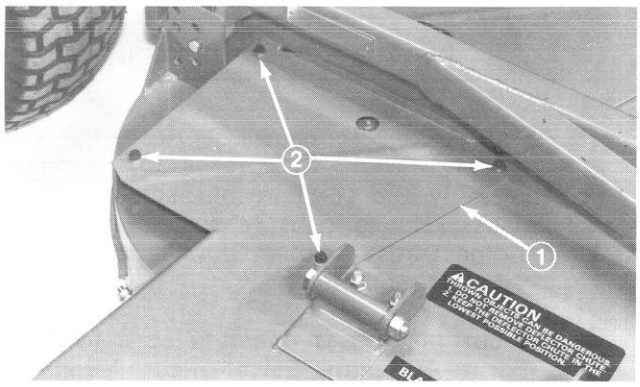

Figure 39
2. Remove capscrews and lockwashers securing right cover to top of cutting unit (Fig. 39). Remove cover from cutting unit.
9. Reinstall right cover with capscrews and lockwashers (Fig. 39).